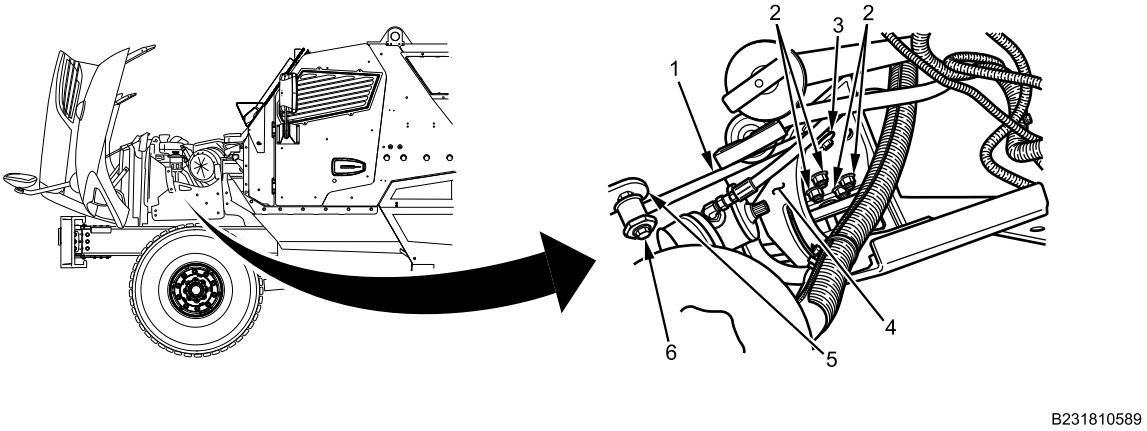

Figure 1. Left Side Engine Armor Plate Bracket.
1. Remove bolt, nut, and washer (Figure 1, Item 3) from radiator support (Figure 1, Item 1) at engine armor plate bracket (Figure 1, Item 4).
2. Remove bolt (Figure 1, Item 6), nut, and washer from radiator support (Figure 1, Item 1) at radiator assembly bracket (Figure 1, Item 5) and remove radiator support.
3. With assistant, support engine armor plate bracket (Figure 1, Item 4) on frame rail.
4. Remove four locknuts (Figure 1, Item 2) from engine armor bracket mounting bolts and remove bracket (Figure 1, Item 4) from frame rail. Discard locknuts.